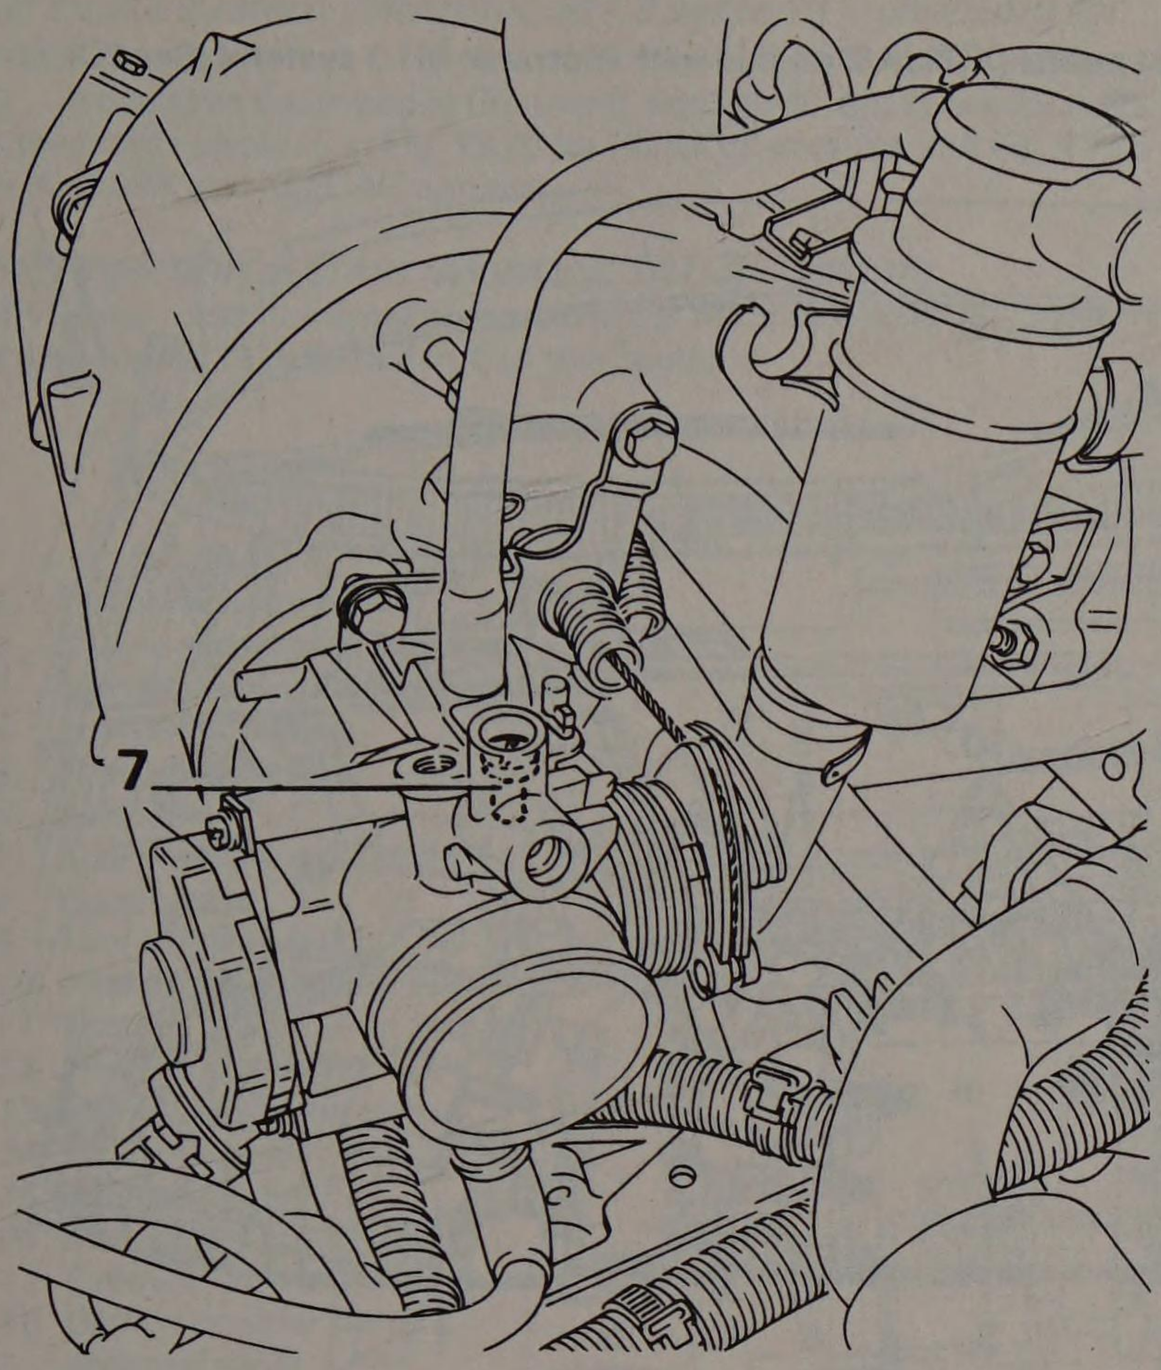

Fig. 13.25 Idle speed adjustment screw (7) – Motronic M1.3 system (Sec 7D)
7 Turn the idle speed adjustment screw (7) in Fig. 13.25, to obtain the specified idle speed (see Specifications).